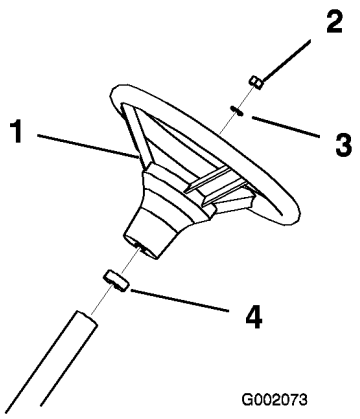

Figur 4
3. Säkra ratten vid axeln med muttern (Figur 4).